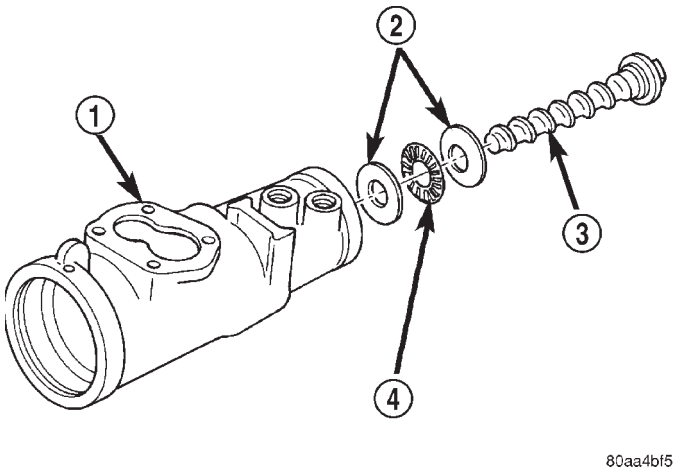
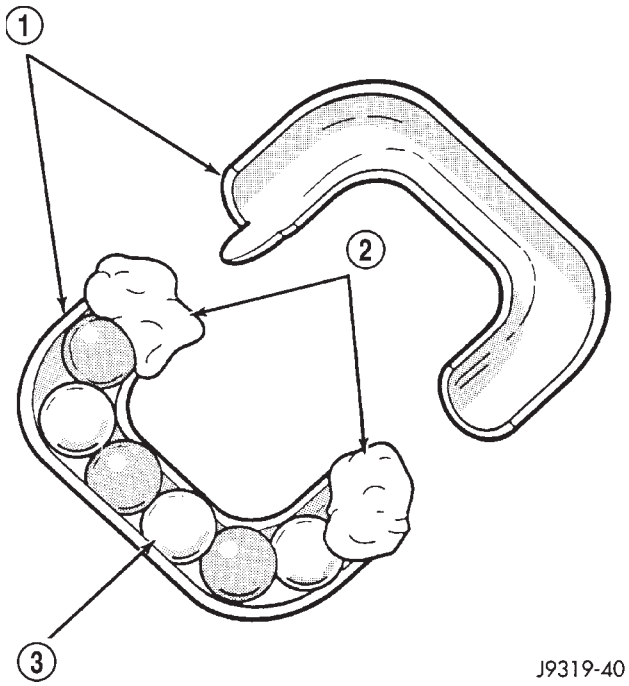

Fig. 39 Worm Shaft
Fig. 41 Balls in the Return Guide
(12) Remove the adjuster lock nut and adjuster nut from the stub shaft.
(13) Pull the stub shaft with the spool valve and thrust support assembly out of the housing.
(14) Remove the worm shaft from the housing (Fig. 39).
(5) Install remaining balls in guide using grease to hold the balls in place (Fig. 41).
(6) Install the guide onto rack piston and install clamp and clamp bolts. Tighten bolts to 4.8 N·m (43 in. lbs.).
(7) Insert Arbor C-4175 into bore of rack piston and hold tool tightly against worm shaft.
(8) Turn the worm shaft COUNTERCLOCKWISE while pushing on the arbor. This will force the rack piston onto the arbor and hold the rack piston balls in place.
(9) Install the races and thrust bearing on the worm shaft and install shaft in the housing (Fig. 39).
(10) Install the stub shaft with spool valve, thrust support assembly and adjuster nut in the housing.
(11) Install the rack piston and arbor tool into the housing.
(12) Hold arbor tightly against worm shaft and turn stub shaft CLOCKWISE until rack piston is seated on worm shaft.
(13) Install pitman shaft and side cover in the housing.
(14) Install rack piston plug and tighten to 150 N·m (111 ft. lbs.).
(15) Install housing end plug, (Refer to 19 - STEERING/GEAR/STEERING GEAR HOUSING PLUG - INSTALLATION).